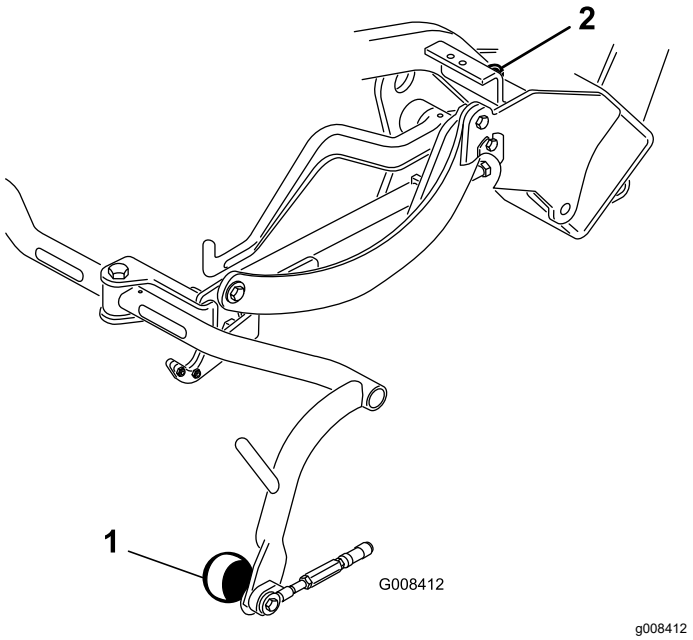

Figur 6
4. Lossa på kontramuttern på bärramsstoppskruven (Figur 6) om frigången måste justeras, och rotera skruven uppåt eller nedåt för att höja eller sänka bärramen. Dra åt kontramuttern för att säkra justeringen.